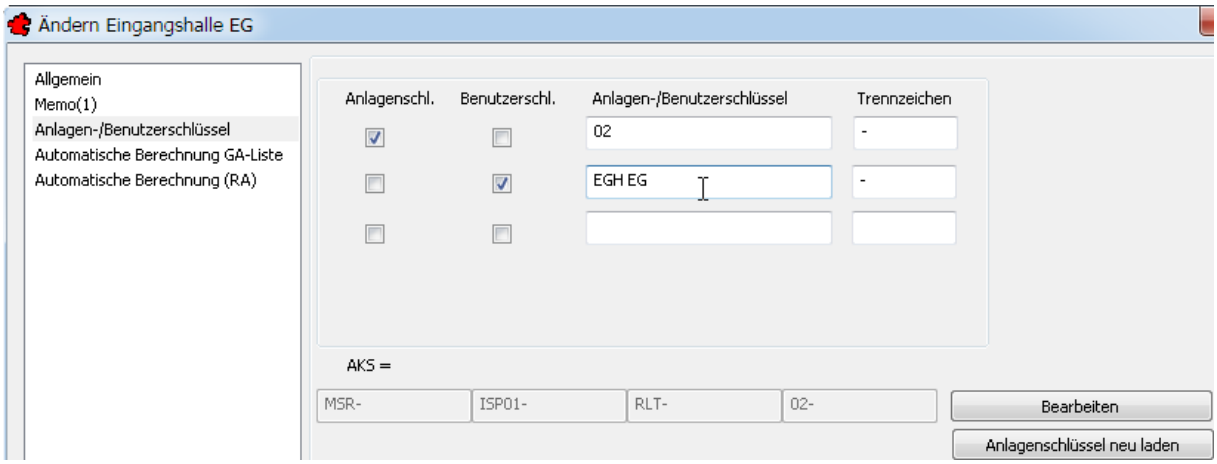

Bild 18.36 – Anpassen der neuen Anlage
- die Erweiterung des *Benutzerschlüssels* zu **EGH EG** (Abb. 18.36).